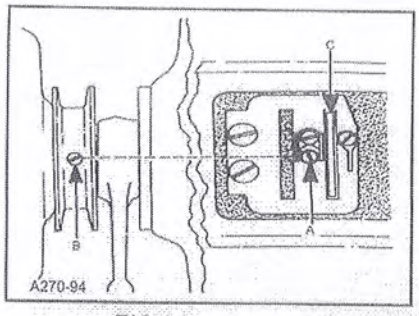

FIG.21
coming into view (A,Fig.21) is in line with the spot screw (B) on the main shaft in the pulley.NOTE:screw (A) is accessable through the hole in the take-up. With this setting correct,the looper thread should cast-off of the take-up (C) when the needles are safely in the triangle. If adjustment is necessary loosen twoscrews(A) in take-up (C)position screws in line with spot screw(B).Tighten screws(A).